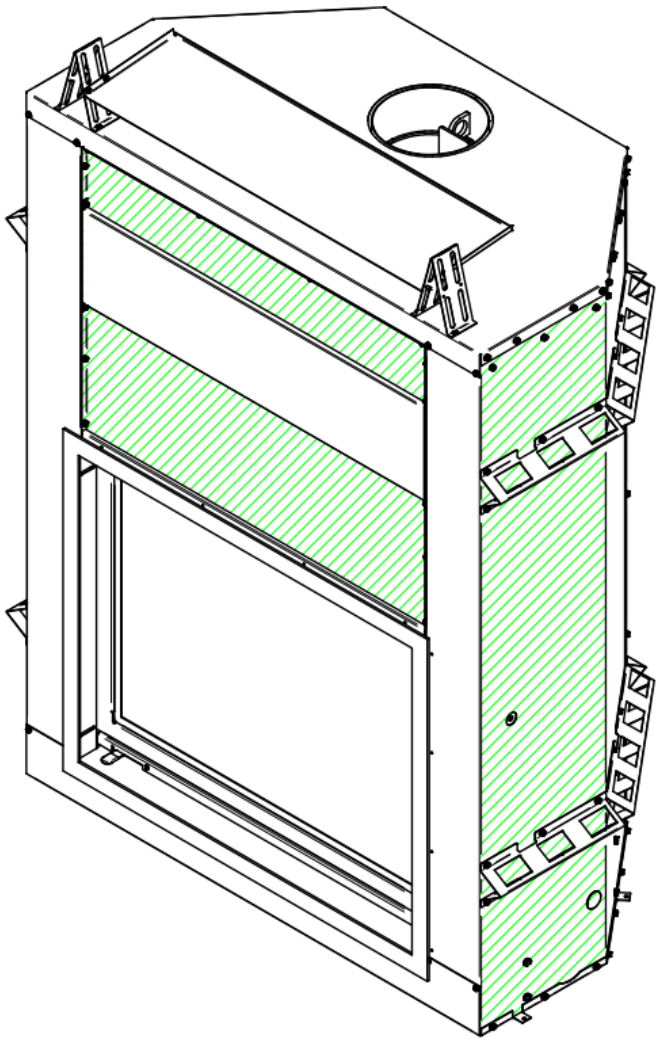

**Figure 21**
**MISE EN GARDE: NE PAS VISSER DANS LA ZONE HACHURÉE (voir Figure 21).**